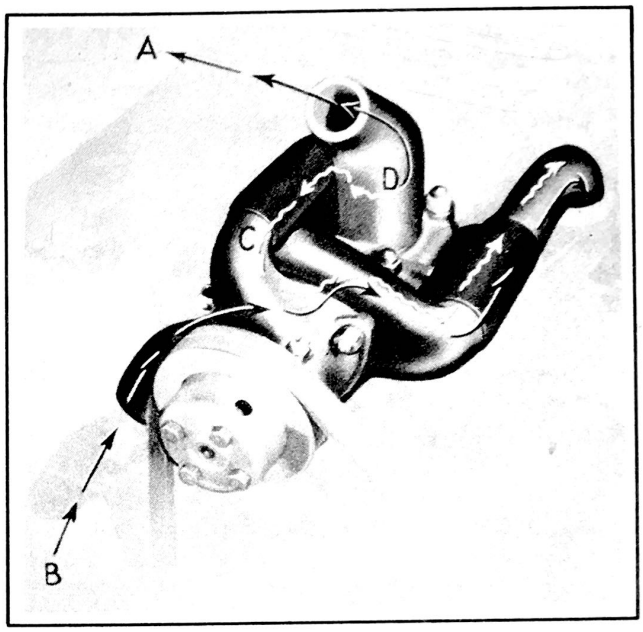

Figure 87 - Water Circulation
WATER CIRCULATION - Models 15, 17. The cylinder head water outlet (D) Fig. 87 has two outlets, one a small by-pass outlet (C) and the other the full size outlet (A) to the radiator. The by-pass outlet (C) is connected to the water pump intake. The thermostat seated in the cylinder head water outlet (D) has openings in it that allow a small amount of water to pass by it and this water goes through the by-pass to the pump instead of to the radiator. This water that is by-passed to the pump is forced back to the engine maintaining a pressure of water in the engine at all times. The thermostat seated in the cylinder water outlet below the by-pass and below the main water passage starts to open at 150° to 155° of water temperature and fully opens at 185° closing the by-pass as it opens and forcing the water to take the main passage which leads to the radiator for cooling when fully opened. In the course of opening, the thermostat allows some water to pass through the radiator and some to use the by-pass.